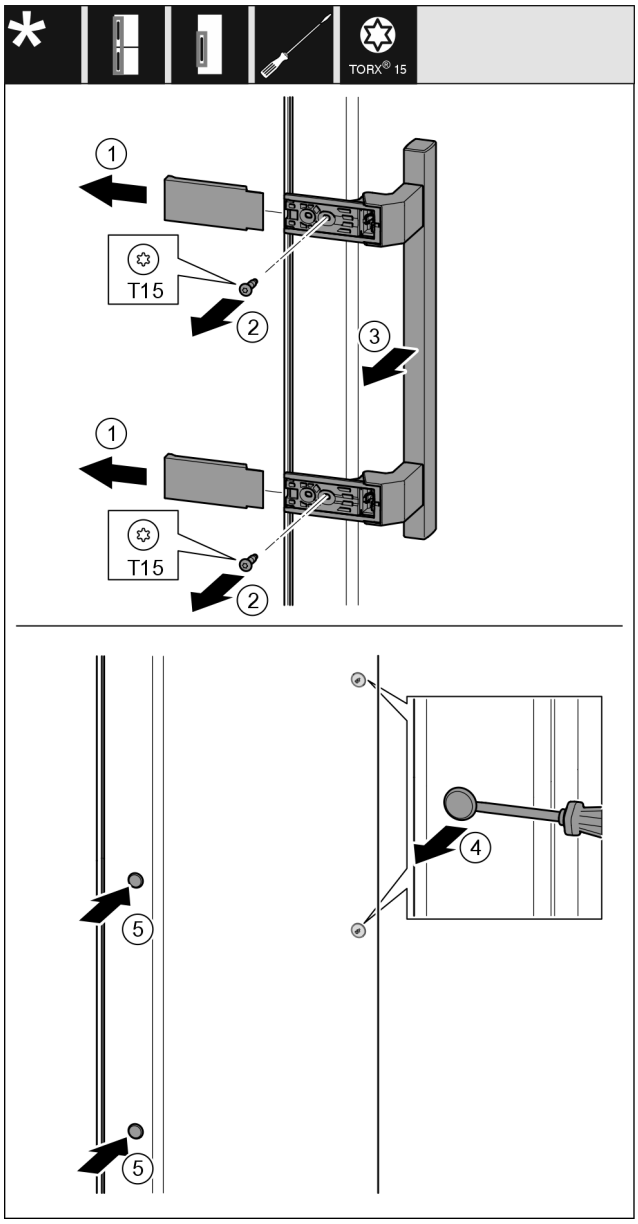

Fig. 21
▶ Stáhněte kryt *Fig. 21 (1)*.
▶ Šroubovákem vyšroubujte šrouby *Fig. 21 (2)*.
▶ Sejměte madlo *Fig. 21 (3)*.
▶ Postranní zátku *Fig. 21 (4)* opatrně plochým šroubovákem nadzvedněte a vytáhněte.
▶ Zátku *Fig. 21 (5)* opět vložte na druhé straně.